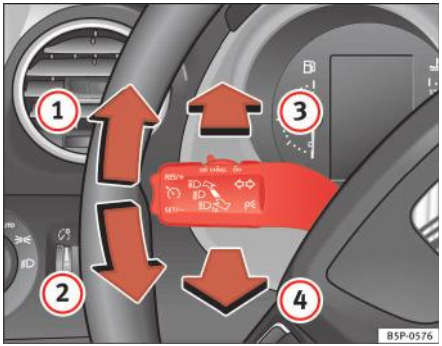

Fig. 76 Maneta pentru semnalizarea direcției şi faza lungă
– Deplasați maneta complet în sus ⇒ fig. 76 (1) pentru a indica **dreapta** şi complet în jos (2) pentru a indica **stânga**.
– Dacă faza scurtă este aprinsă, împingeți maneta în față ⇒ fig. 76 (3) pentru a aprinde faza lungă.
– Împingeți maneta către volan ⇒ fig. 76 (4) pentru a stinge faza lungă.